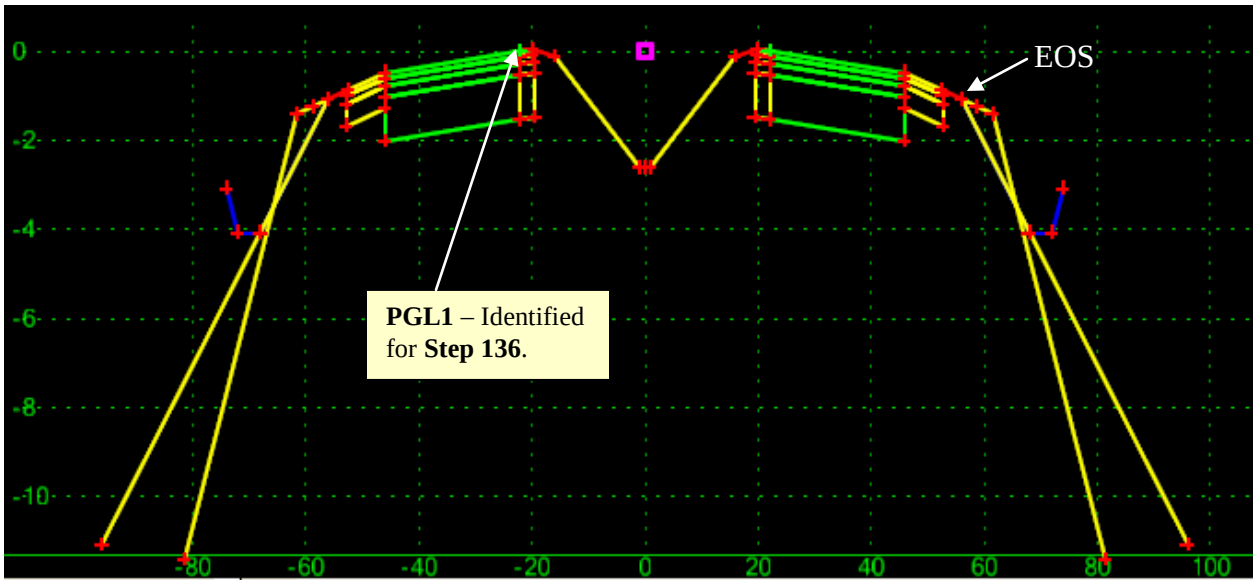
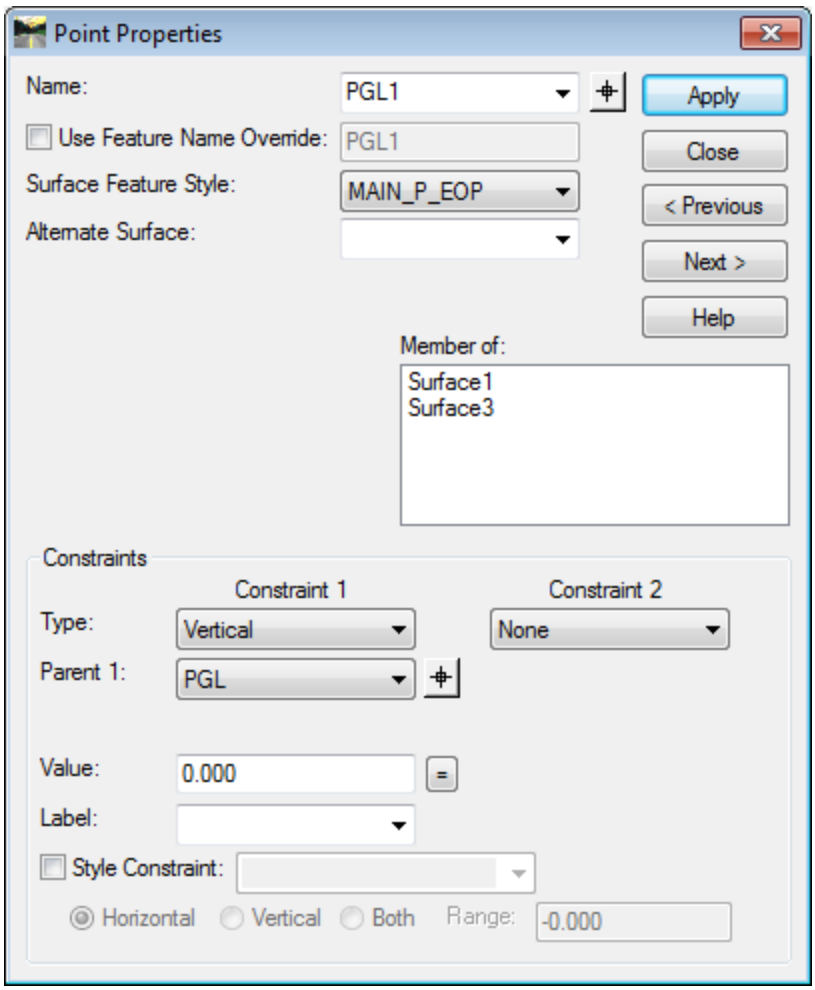

Figure L7-86 Create Template Grid.
Figure L7-87 Point Properties dialog
- Drop the **GACUTFIL** component directly onto the Point **EOS** (Edge of Outside Shoulder) as shown in *Figure L7-86*.
- Ensure your view matches that shown in *Figure L7-86*.
136.	**Currently there are two Green Points (PGL and PGL1) which are unconstrained and movable. In InRoads, it is good practice to have only one Green point that is unconstrained and allowed to move freely. The simple reason for this is 'so you can be certain of what InRoads will do'. When you place a template on an Alignment in the Roadway Designer (which you will do in Lab 8), the template is 'run' along the Green point (unconstrained point). If you have more than one Green point (unconstrained point), InRoads will either not perform or try and assume something. There is no way of knowing what InRoads assumed without investigating the cross sections to see what was done. Constrain PGL1 vertically to PGL.** • If Point Names are turned off, check the '**Display Point Names**' in the **Display** field of the **Create Template** Window. • **Window Area** or **Zoom** into the area where the Point **PGL1** is located. **PGL1** is located on inside edge of the Travel Lanes on the left side of the template as shown in *Figure L7-86*. • Double click on the Point **PGL1** to open the **Point Properties** dialog. • Change **Constraint 1** to ***Vertical***. • Use the pull down menu next to **Parent 1** to select ***PGL***. • Leave the value as **0.000**. This will ensure that the elevation of **PGL1** is the same as **PGL**. • Ensure your entries match those shown in *Figure L7-87*. • Click **Apply** & **Close**. • Notice **PGL1** changes from a Green plus sign to a Yellow plus sign indicating it is singly constrained. • **Fit** the view.